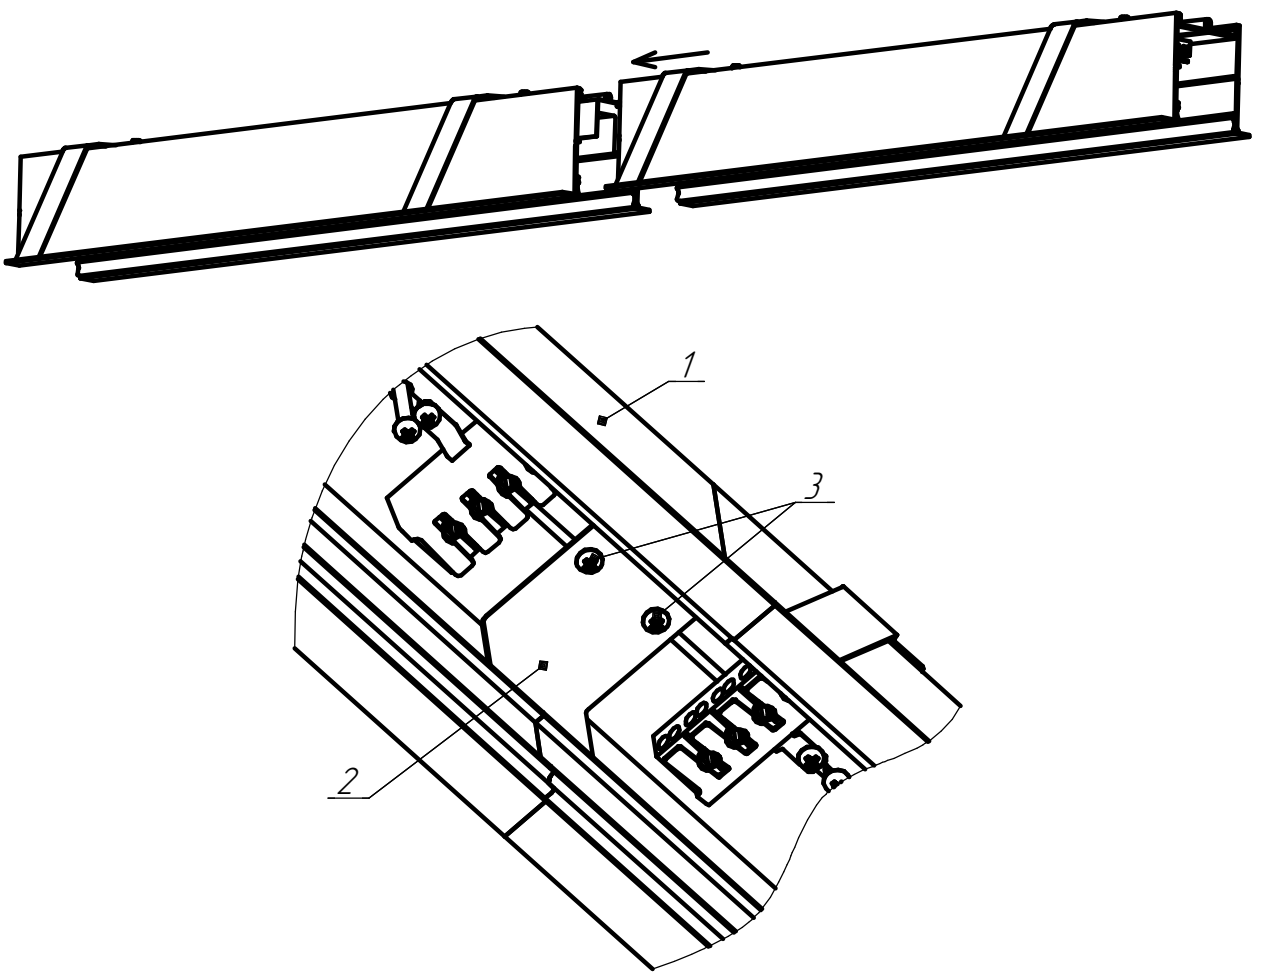

Рисунок 6 - Схема установки светильников в линию
6.3.4 Аналогичным образом установить следующий в линии светильник, соединив его спредыдущим при помощи Скоба соединительная ДВО02, и зафиксировать ее при помощи винтов-саморезов (см. рисунок 6).